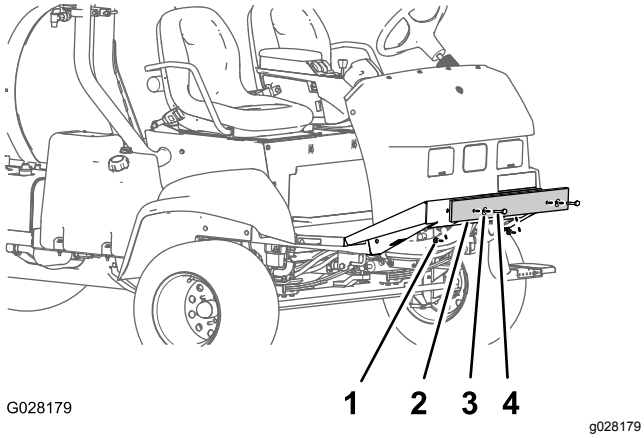

Figuur 4
1. Verwijder de bouten, ringen en moeren waarmee de verzendingsbumper aan de voorste chassisplaat is bevestigd (Figuur 4).
2. Verwijder de verzendingsbumper van de machine (Figuur 4).